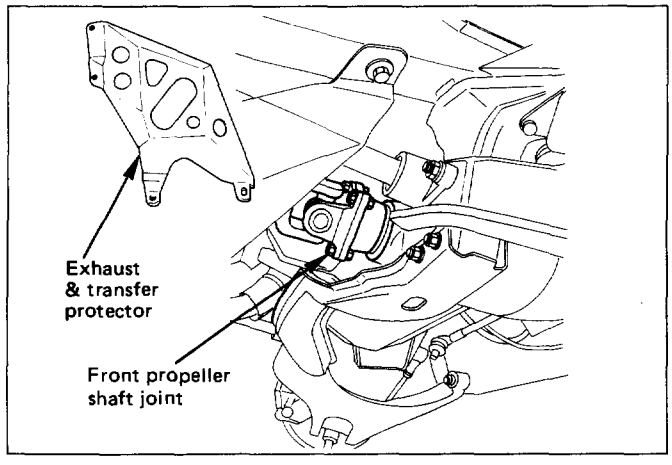

Fig. 6D4-9
- Disconnect front propeller shaft joint. (Fig. 6D4-9)